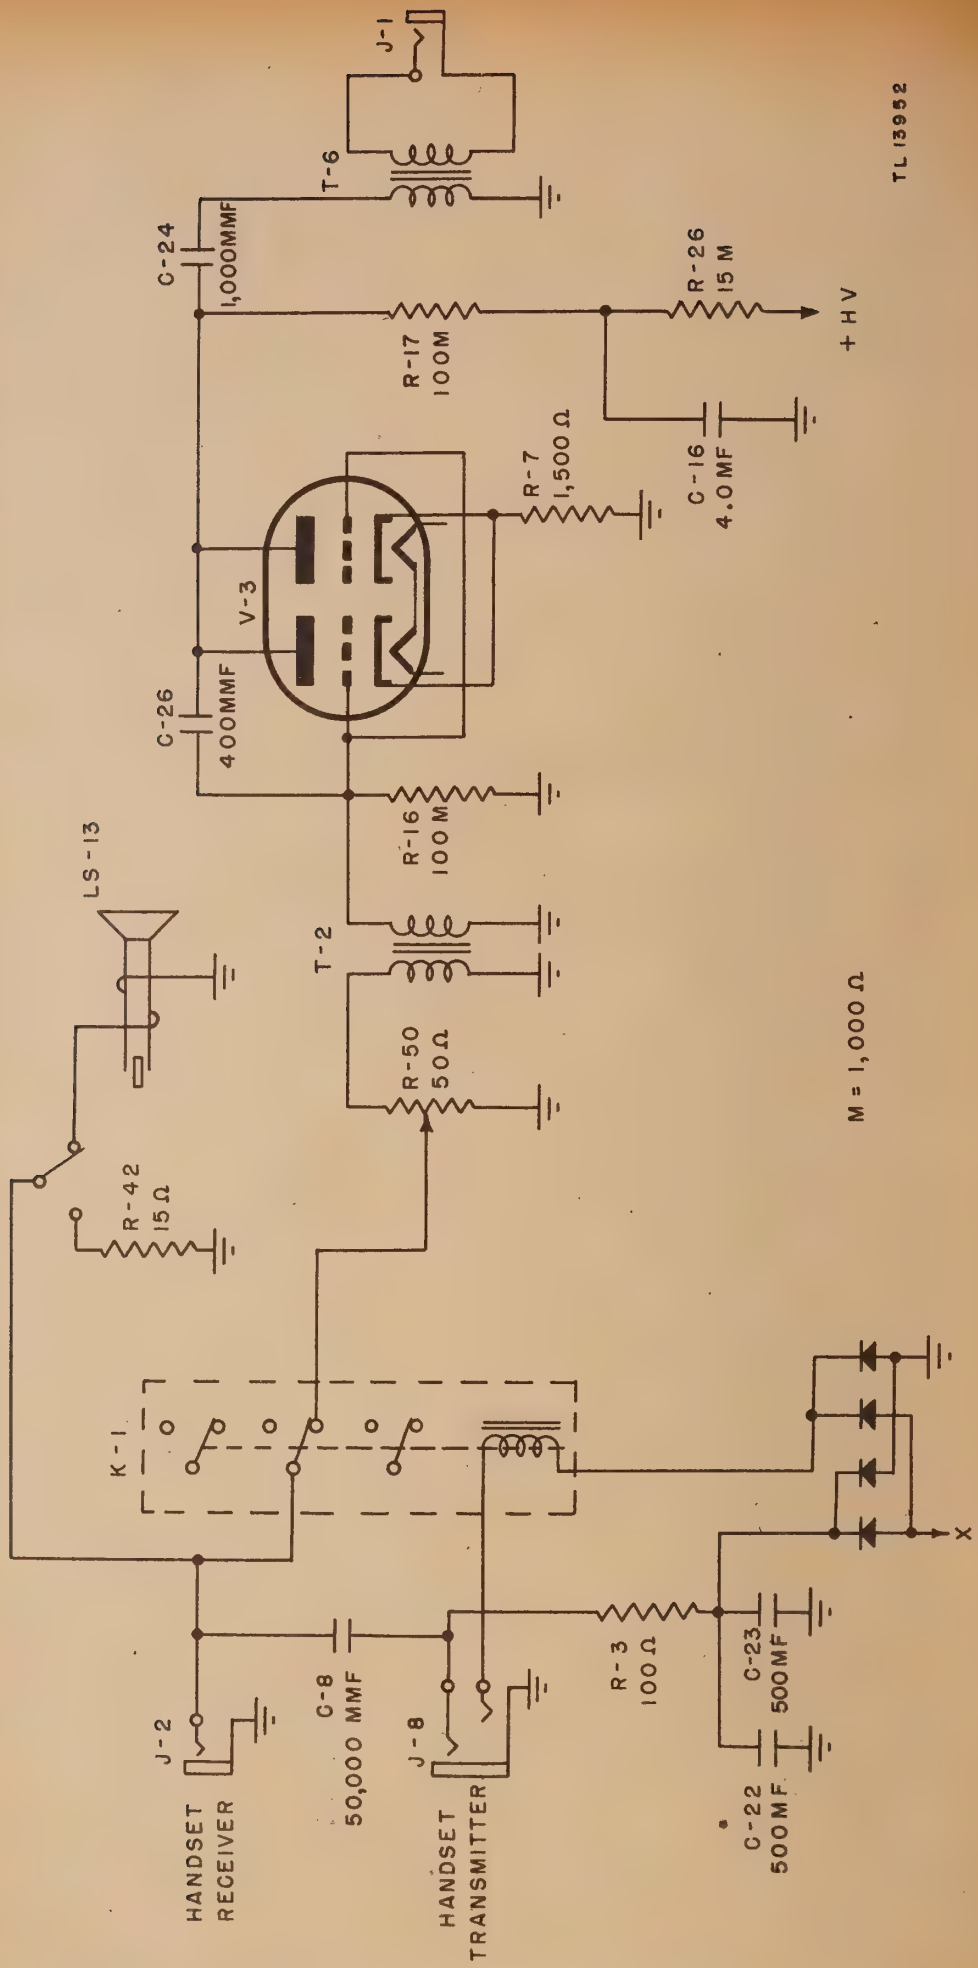

Figure 16. Microphone input, simplified schematic.
15. VOLTAGE-AMPLIFIER STAGE USING TUBE V–3 (figs. 16 and 23.)